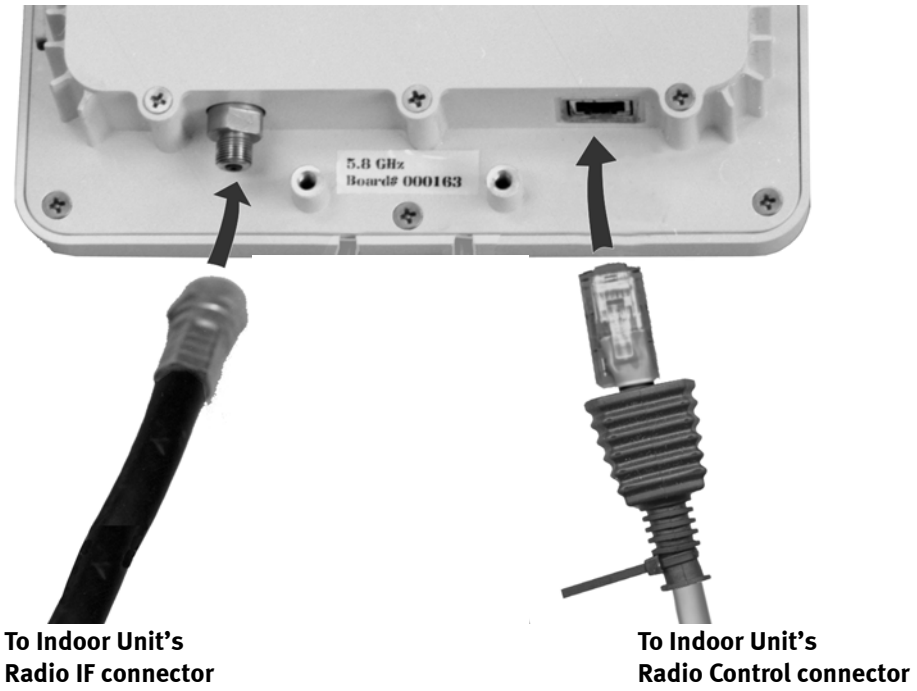

Figure 1-6 Connections to the Outdoor Unit
3. Attach the cable to the female F connector on the Outdoor Unit, as shown in *Figure 1-6*. Tighten the connector until the cable is firmly secured, but do not overtighten.
4. Plug the cable into the RJ45 socket on the Outdoor Unit as shown in *Figure 1-6*.